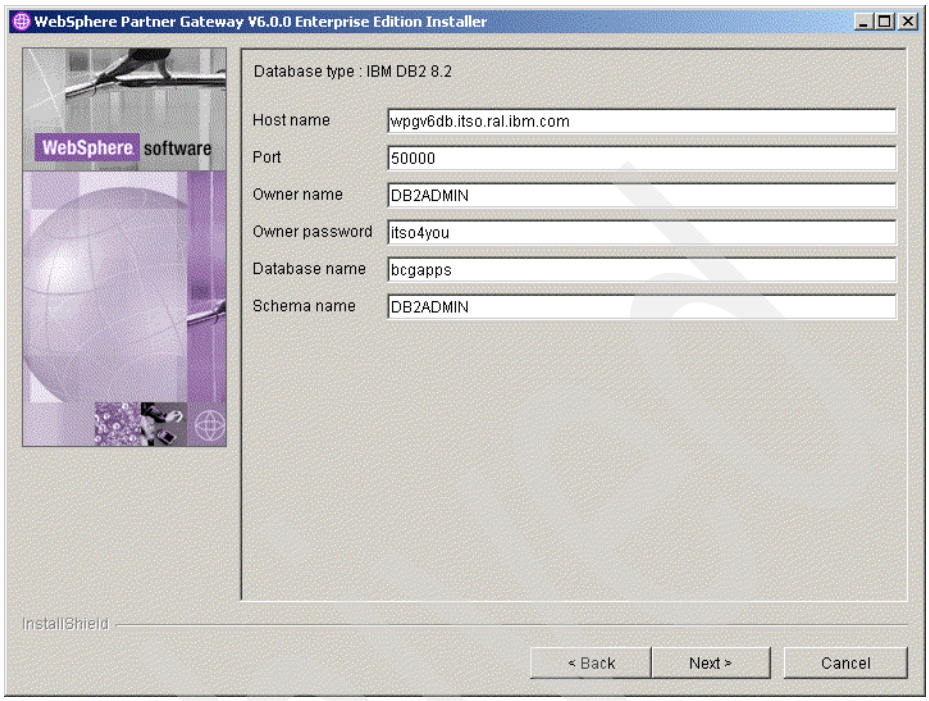

Figure 5-33 Database details
10. Based on your selection, provide the DB2 or Oracle specific information. For DB2, WebSphere Partner Gateway needs to know the following information. The values we used are shown in Figure 5-33 on page 93:
Click **Next** to continue to Figure 5-33 on page 93.